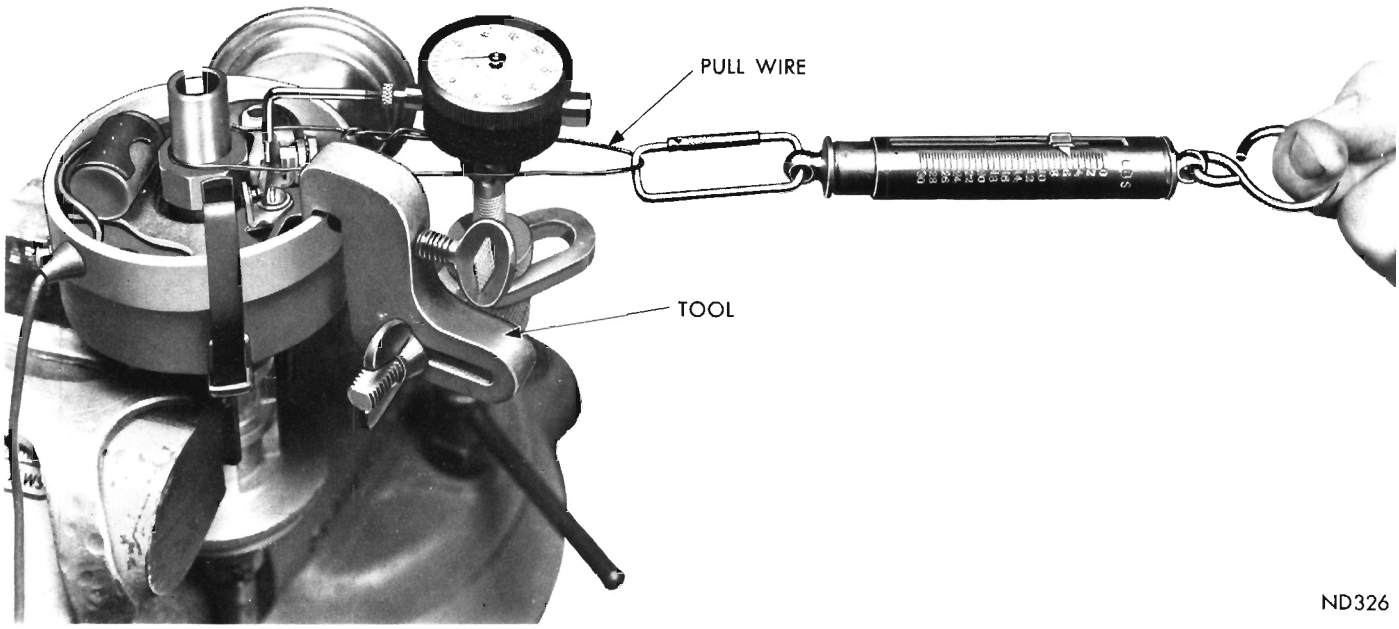

Fig. 4—Shaft and Bushing Wear Test (Typical)
(1) Remove distributor rotor.
(2) Disconnect primary lead wire at distributor terminal. DO NOT LOOSEN inner nut that holds movable contact arm tension spring to terminal post.
(3) Clamp the ribbed section of distributor housing lightly in a vise equipped with soft jaws and attach dial indicator to body of distributor with the indicator plunger arm resting against movable contact arm at the rubbing block and with the rubbing block of contact arm on the highest point of cam lobe (Fig. 4).
(4) Place one end of a wire loop around the top of distributor shaft. Hook a spring scale in the other end of wire loop and pull on a line with the plunger of indicator gauge. Be sure wire loop on shaft end is down on the shaft to insure a straight pull and also that wire loop does not interfere with indicator or holding bracket. Apply a five pound pull and read the movement of plunger on indicator dial. (Be sure rubbing block of contact arm is on highest point of the cam lobe during this test.) If plunger movement exceeds .006 inch, replace bushings and/or distributor shaft, see "Distributor Disassembly."